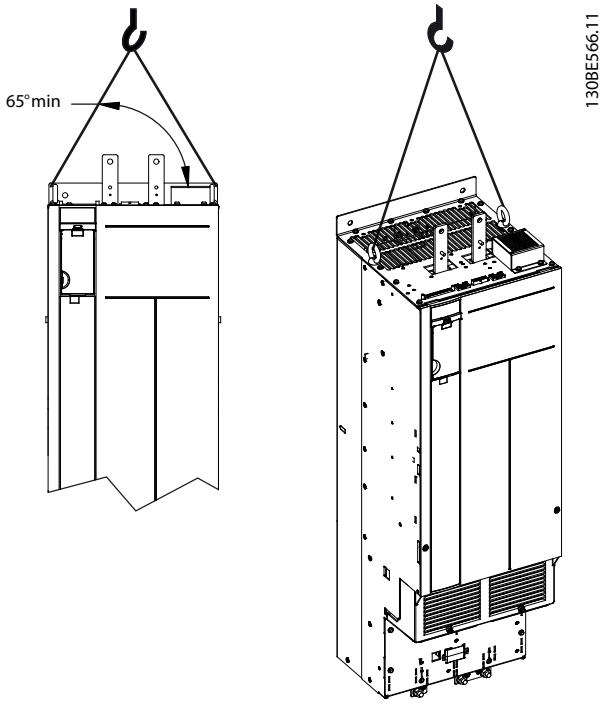

Ilustración 4.3 Elevación del convertidor de frecuencia
Eleve siempre el convertidor de frecuencia mediante los pernos de ojo dispuestos para tal fin de la parte superior del convertidor. Consulte la *Ilustración 4.3*.
- **El ángulo que forma la parte superior del módulo de convertidor de frecuencia con los cables de elevación afecta a la fuerza de carga máxima que puede soportar el cable. Este ángulo debe ser de 65° o mayor. Consulte el *Ilustración 4.3*. Ajuste los cables de elevación y calcule sus dimensiones adecuadamente.**